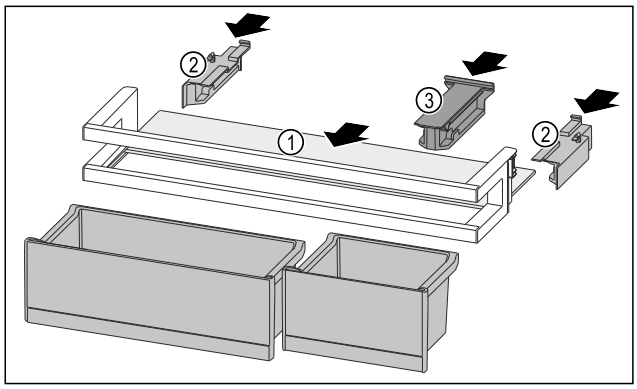

Fig. 195
- ▶ Push the shelf *Fig. 195 (1)* into the side recesses.
- ▶ Insert the side parts *Fig. 195 (2)*.
- ▶ Insert the holding part *Fig. 195 (3)*.